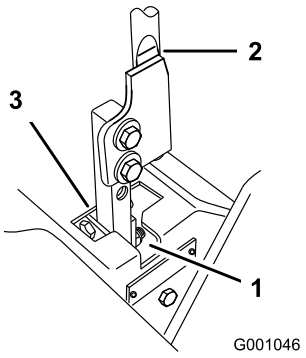

**Figuur 59**
5. Zet de hendel in de neutraalstand zonder deze te vergrendelen (Figuur 59).
6. Trek de hendel naar achteren totdat de gaffelpen (op de arm onder de taatsas) contact maakt met het uiteinde van de gleuf (en net druk op de veer begint uit te oefenen) (Figuur 59).
7. Controleer of de hendel de juiste positie heeft ten opzichte van de inkeping in het bedieningspaneel (Figuur 59). De hendel moet in het midden staan zodat deze naar buiten kan draaien en worden vergrendeld in de neutraalstand.